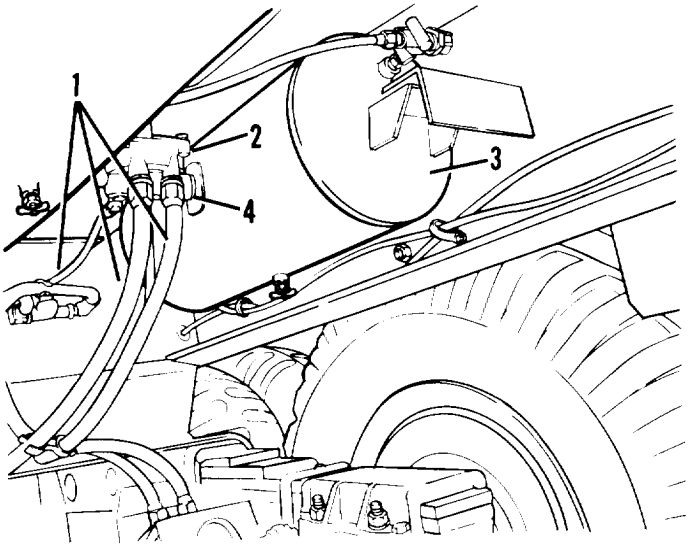

Figure 4-33. Emergency relay valve
(1) Tag and disconnect air lines (1, figure 4-33) from emergency relay valve (2).
(2) Remove relay valve (2) with nipple (4) from air reservoir (3).
(3) Remove nipple (4) from emergency relay valve (2).
(1) Install nipple (4, figure 4-33) in emergency relay valve (2).
(2) Put pipe locking compound on nipple (4). Install relay valve (2) with nipple (4) on air reservoir (3).
(3) Connect air lines (1) to emergency relay valve (2).
(4) Close drain cocks.
(5) Perform operating and leakage tests (para. 4-30).